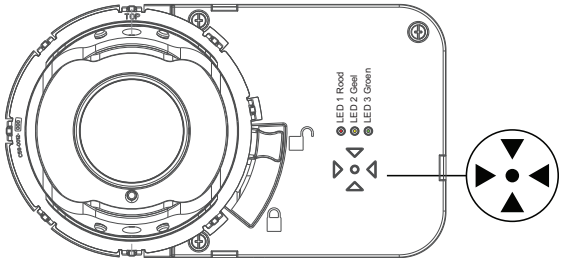
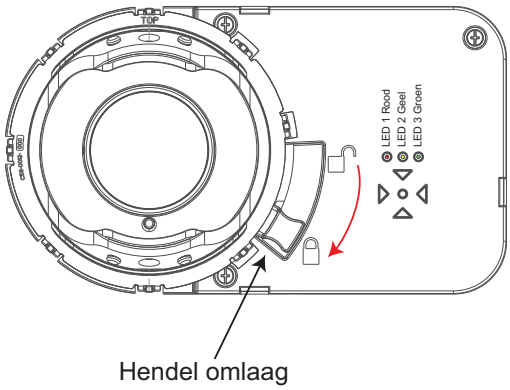

Afbeelding 3-19: Pijltjesopstelling
Afbeelding 3-21: De oogbol vergrendelen en beveiligen
* Bekijk Afbeelding 3-19 en Afbeelding 3-21 voor LEDs 1, 2 en 3.